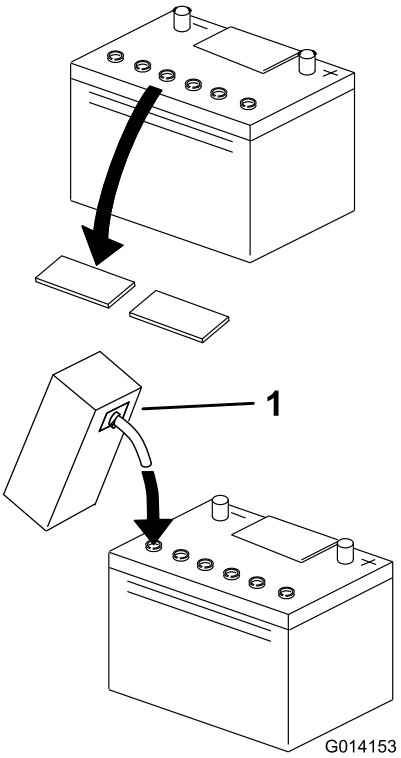

Figur 4
4. Rengjør toppen på batteriet og ta av utluftingshettene (Figur 4).
5. Fyll hver celle forsiktig med elektrolytt til korrekt nivå (Figur 4).
9. Om nødvendig, fyll hver celle til korrekt nivå (Figur 4).